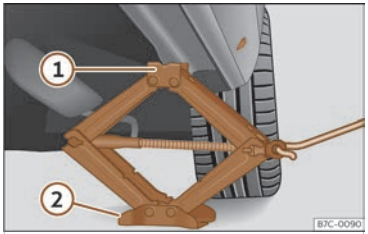

Fig. 228 Llarguer: col·locació del gat del vehicle.
- Gireu la manovella del gat, situat sota el punt de recolzament del llarguer, per elevar-lo fins que la pestanya ① ››› **fig. 228** quedi situada sota l'allotjament previst.
- Alineeu el gat de manera que la pestanya ① "s'adhereixi" a l'allotjament previst del llarguer i la placa base mòbil ② quedi recolzada a terra. La placa base ② ha de caure en la vertical respecte del punt de recolzament ①.